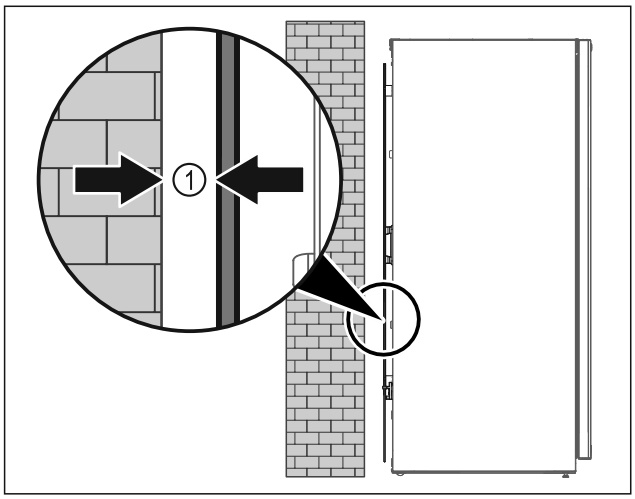

Fig. 45
- ▶ Instalați aparatul fie liber în încăpere sau direct la un perete cu o distanță minimă de 5 mm *Fig. 45 (1)*.